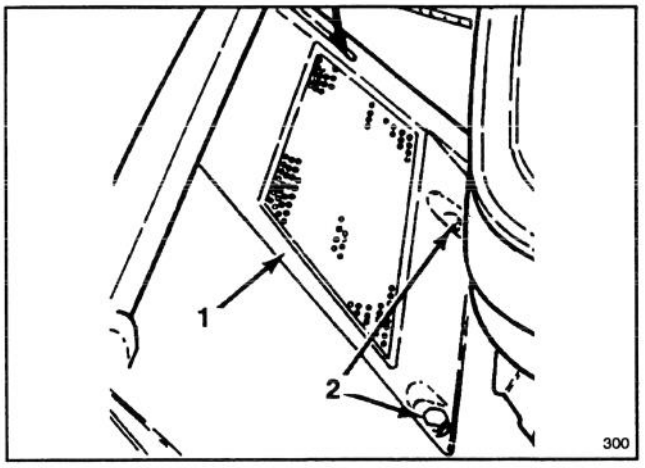

Figure 30
2. Remove (2) 1/2" self–tapping screws securing panel screen to mower deck and remove panel screen (Fig. 30).